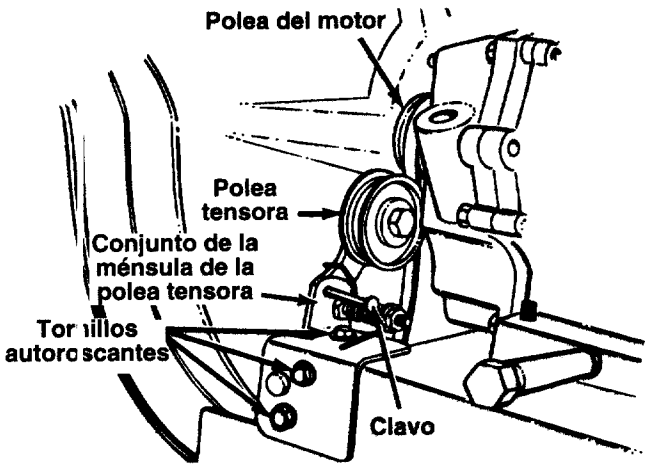

FIGURA 26.
- Retire la ménsula de la polea tensora como sigue: Vea la figura 26.
- Retire el perno hexagonal y la arandela de seguridad de la polea del motor. Vea la figura 26. Deslice la poela del motor fuera del eje del motor, y retire la correa de la polea.